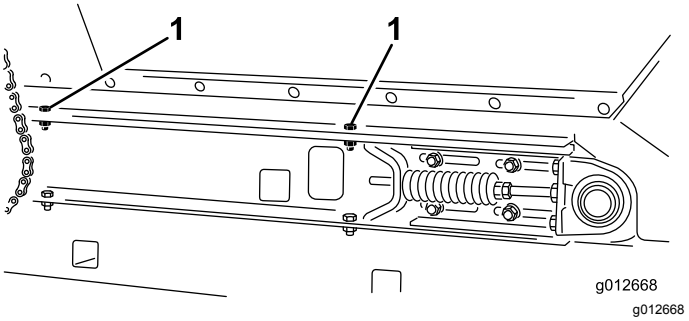

Rysunek 32
4. Po każdej stronie maszyny przymocuj kosz do szyn ramy ślizgowej (Rysunek 32) za pomocą 2 śrub, 2 podkładek i 2 przeciwnakrętek, które zdemontowano w ramach procedury Rozmontowywanie sań ślizgowych (Strona 25).